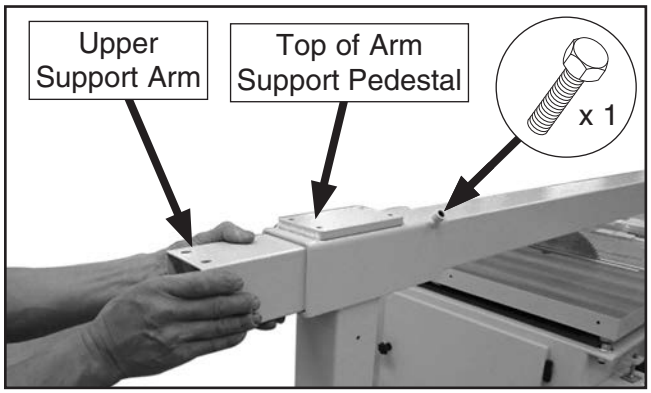

Figure 54. Installing upper support-arm.
54. Insert upper support arm into top of arm-support pedestal, as shown in **Figure 54**.
55. Install (1) M10-1.5 x 30 hex bolt into location shown in **Figure 54**. Do not tighten yet.